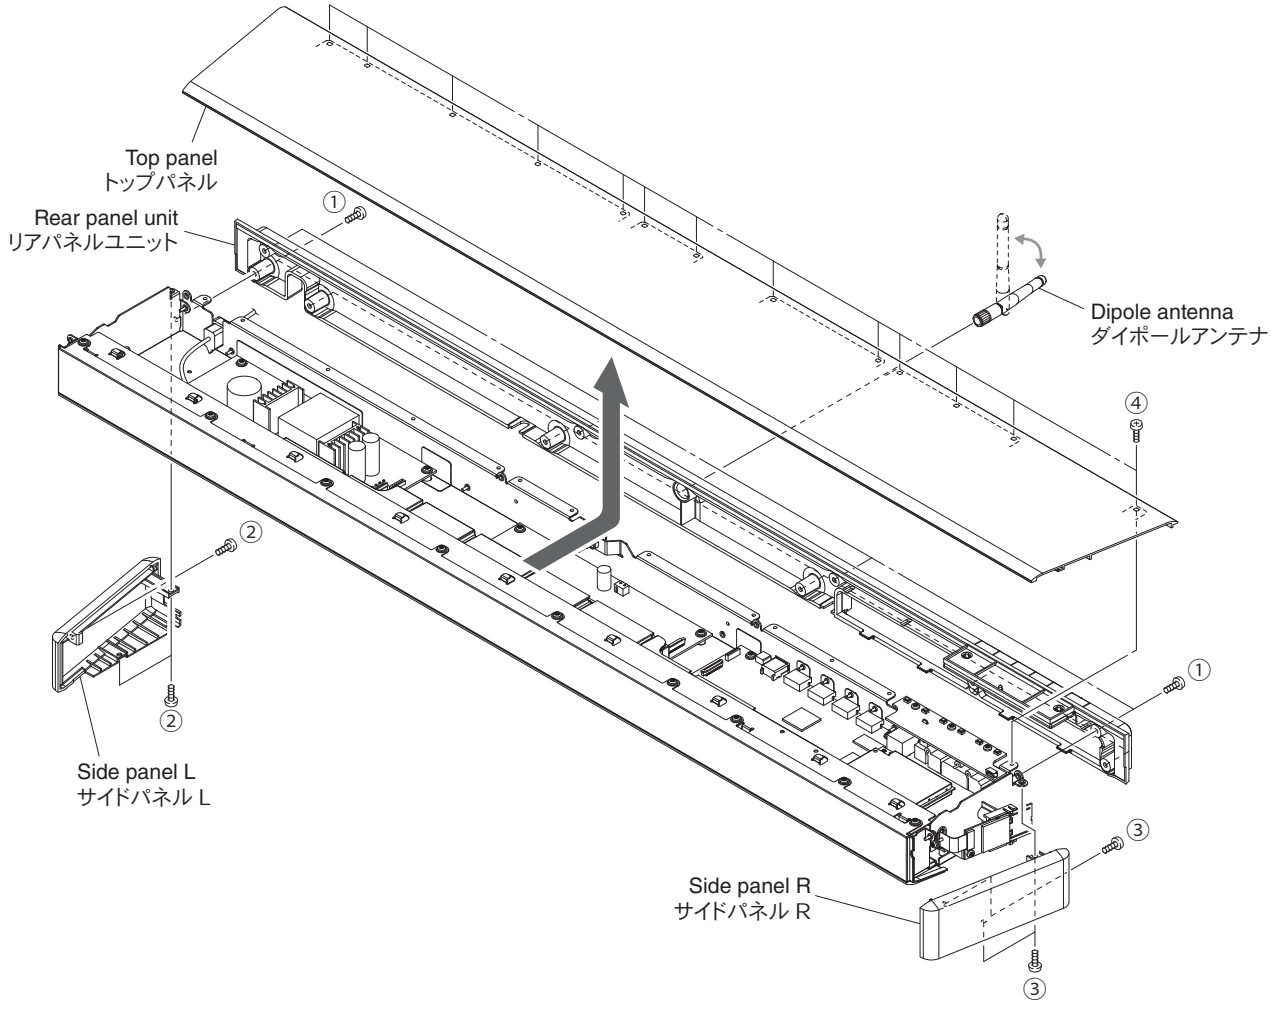

Fig. 1
1. Removal of Rear Panel Unit (Fig. 1)
b. Remove 10 screws (①).
2. Removal of Side Panel L and Side Panel R (Fig. 1)
a. Remove 3 screws (②).
c. Remove 3 screws (③).
3. Removal of Top Panel (Fig. 1)
a. Remove 13 screws (④).
1. リアパネルユニットの外し方（Fig. 1）
b. ① のネジ 10 本を外します。
2. サイドパネル L、サイドパネル R の外し方（Fig. 1）
a. ② のネジ 3 本を外します。
c. ③ のネジ 3 本を外します。
3. トップパネルの外し方（Fig. 1）
a. ④ のネジ 13 本を外します。